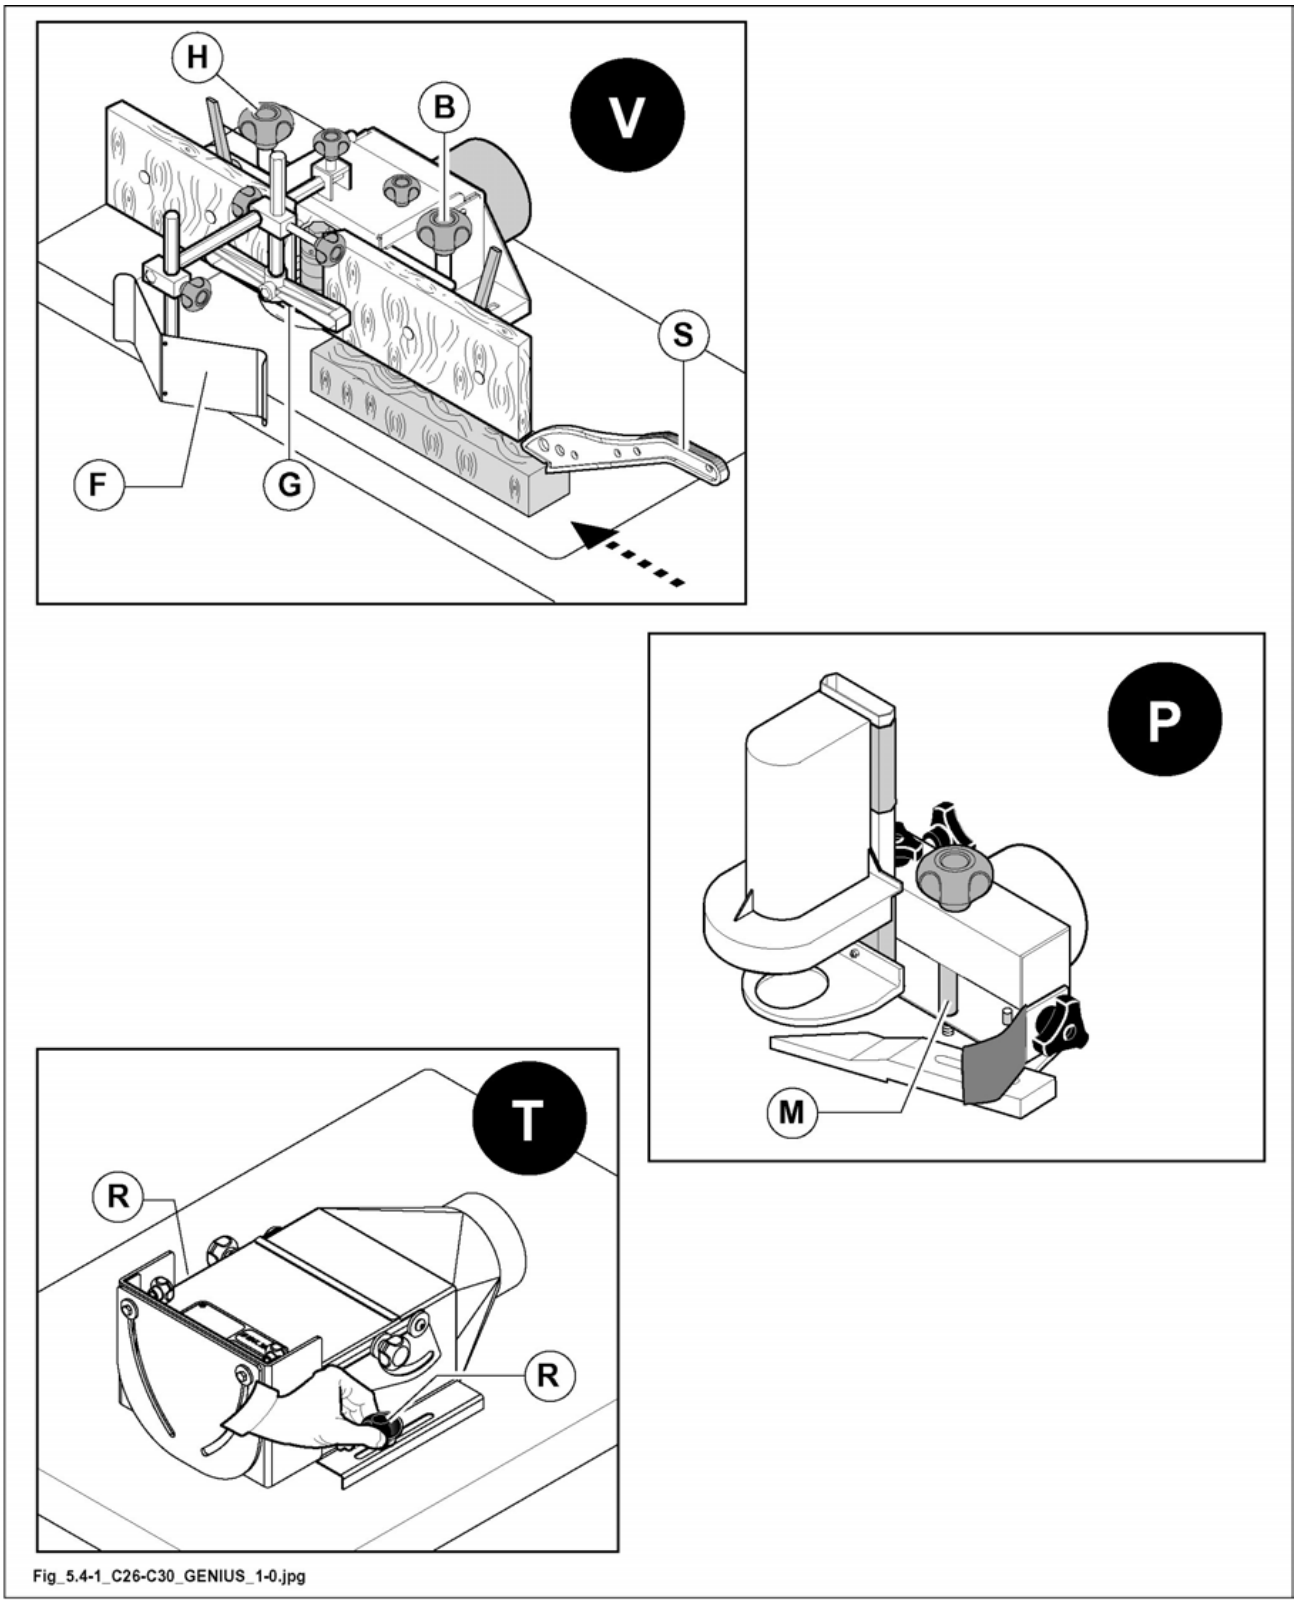

Fig. 5.4-1
- hood-fence unit (V fig. 5.4-1) is in right position and locked by knobs (H, B fig. 5.4-1).
- Presser shoes (F and G fig. 5.4-1) cover the toolas much as possible (see paragraph 9.50A); for the workpiece feed use a proper pusher (S fig. 5.4-1).
- guard (P fig. 5.4-1) is in the right position (with the pin inserted in the slot on the table) and locked by the pin (M fig. 5.4-1).
- tenoning hood (T fig. 5.4-1) is in right position and locked by knobs (R fig. 5.4-1).